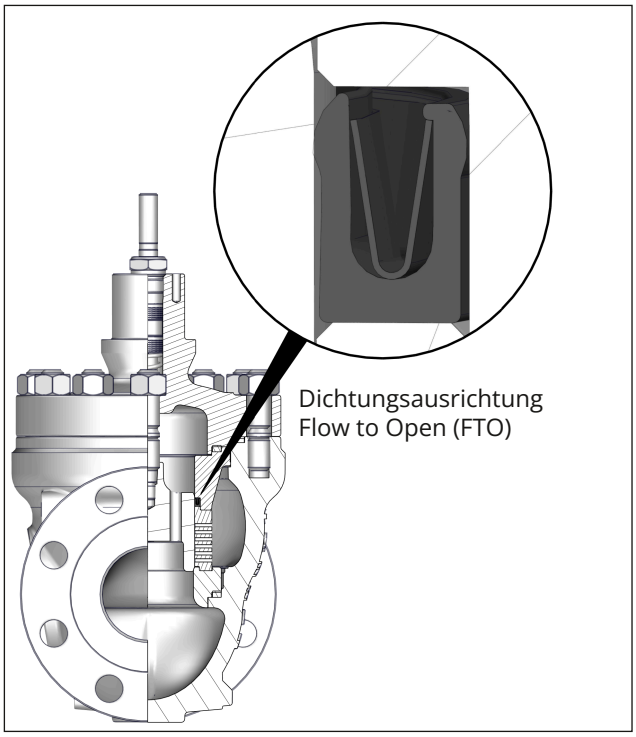

Bild 35: *Ausrichtung der Dichtung (45) am Käfig bei Durchflussrichtung FTO (Flow to Open)*
3. Neuen Spiraldichtring (127) im Sitzbrückenbereich im Gehäuse (1) einlegen.
4. Sitz (4) auf den Spiraldichtring (127) in das Gehäuse (1) einsetzen.
5. Käfig (424) in das Gehäuse (1) einführen und auf dem Sitz (4) positionieren. Dabei den Käfig (424) so im Ventilgehäuse ausrichten, dass das größte Fenster zum Ventilausgang zeigt.
6. Kolben (5) mit Kolbenstange (36) senkrecht durch den Käfig (424) in das Ventilgehäuse (1) einführen und auf dem Sitz (4) positionieren.
7. Neue Dichtung (45) am Zylinder (463) einsetzen. Dabei die korrekte Ausrichtung der Dichtung beachten, vgl. Bild 35.
8. Zylinder (463) mit Dichtung (45) über die Kolbenstange (36) auf den Käfig (424) aufsetzen.
9. Neuen Spiraldichtring (126) am Zylinder (463) einlegen.
10. Neuen Spiraldichtring (17) im Gehäuse (1) einlegen.